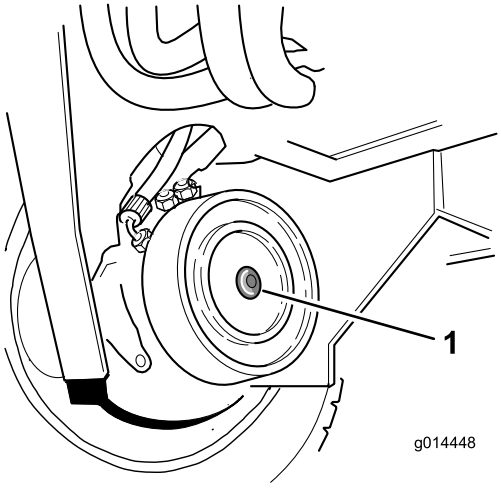

Figuur 51
2. Ga naar de schijfrem van de rechter voorwielmotor en verwijder de zeskantige plug (Figuur 51).